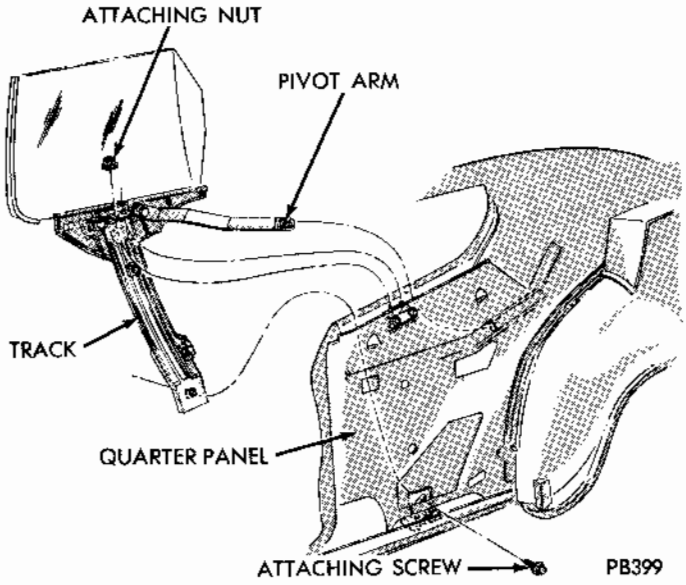

Fig. 9 - Hardtop Quarter Window Glass Replacement
(1) Remove track upper attaching nuts from track (Fig. 9).
(2) Remove attaching screw from lower track.
(3) Work track, glass and pivot arm up and out of quarter panel.